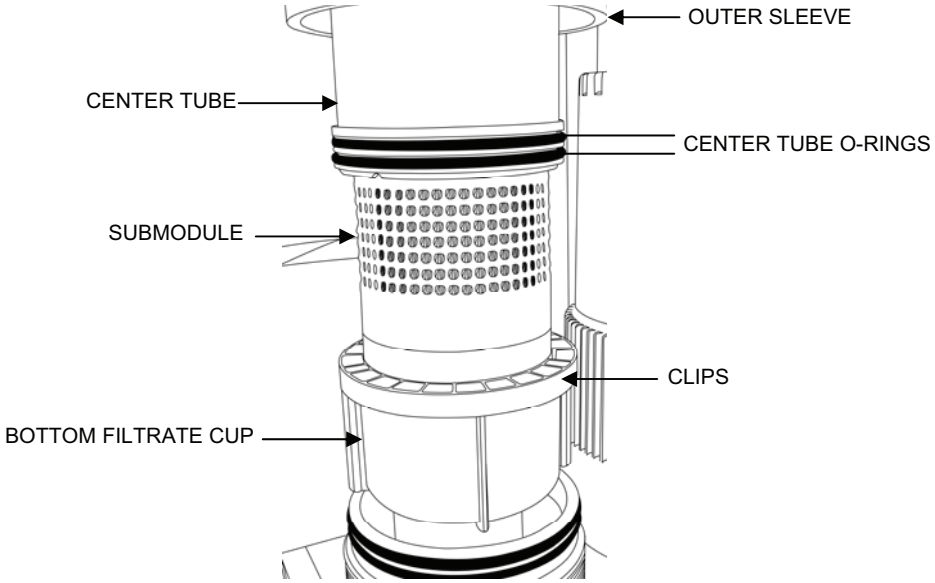

Figure 2. MF Module Sleeve and Lower Clip Removal.
e. Remove the outer sleeve from the lower end of the module by turning it counter-clockwise (Figure 2).